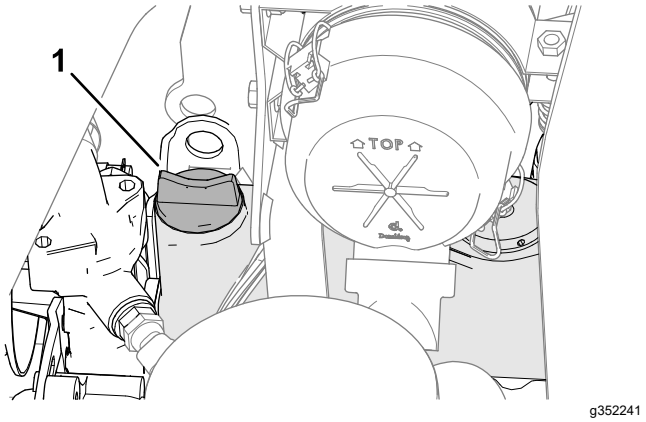

Figur 69
5. Om oljenivån är låg tar du bort oljepåfyllningslocket (Figur 69) och tillsätter gradvis små mängder olja samtidigt som du kontrollerar att nivån når FULL på oljestickan.